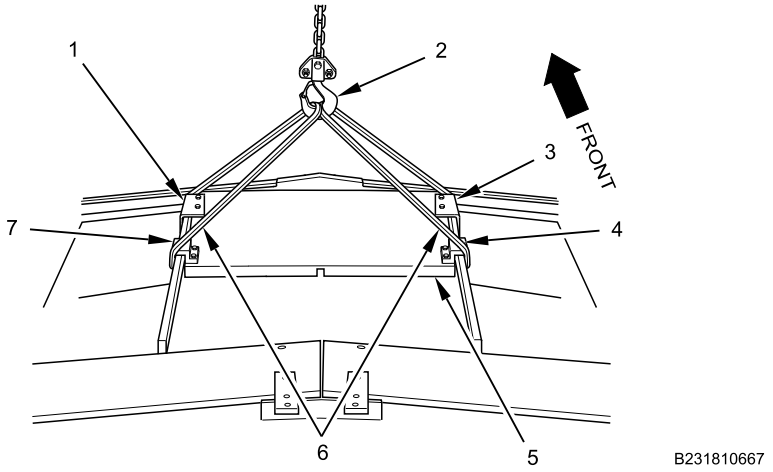

Figure 2. Gunner Hatch Removal.
6. Position one lifting sling (Figure 2, Item 6) under left rear bracket (Figure 2, Item 7) and left front holder bracket (Figure 2, Item 1).
7. Position one lifting sling (Figure 2, Item 6) under right rear bracket (Figure 2, Item 4) and right front holder bracket (Figure 2, Item 3).
8. Secure lifting slings (Figure 2, Item 6) to suitable lifting device (Figure 2, Item 2).
9. With suitable lifting device and assistant, remove gunner hatch (Figure 2, Item 5) from vehicle.